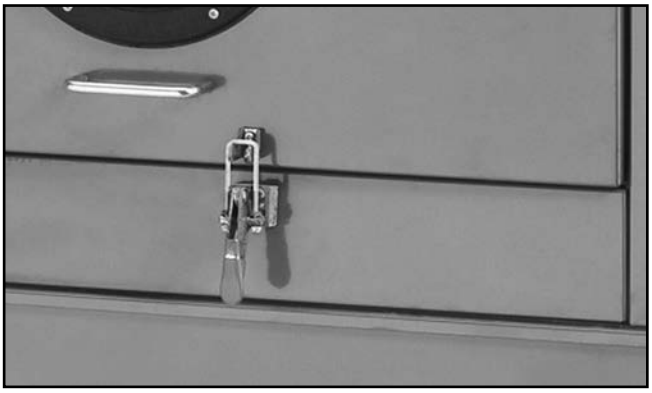

Figure 27. Properly latched door.
9. Lower door and latch it shut, as shown in **Figure 27**.